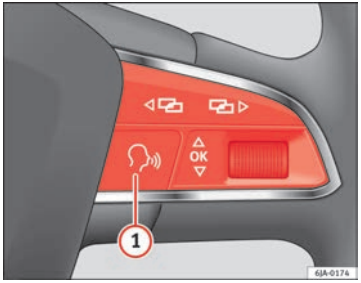

Fig. 41 Multifunction steering wheel: Voice control
Press the ❍ (1) ⇒ Fig. 41 button briefly on the multi-function steering wheel.
If the system is giving a message it should be stopped by pressing the ❍ (1) ⇒ Fig. 41 button briefly on the multi-function steering wheel. ▶
- pressing the (1) ⇒ Fig. 41 button briefly on the multi-function steering wheel.